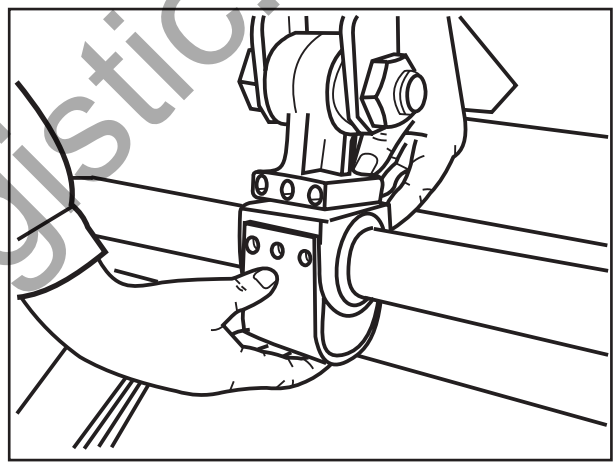

Рис. 8
(14) Насадить крепежный хомут на полувтулки (рис. 8).